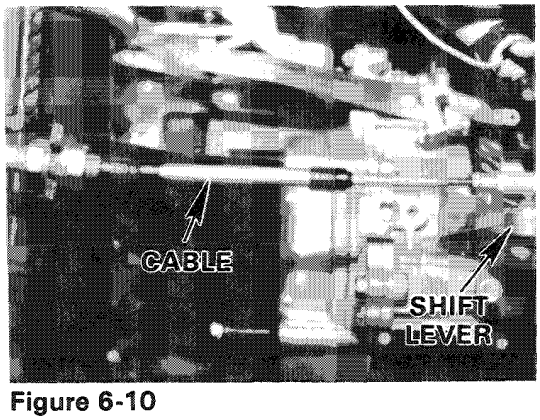

Figure 6-10
5. Remove transmission shifter cable assembly from bracket **(Figure 6-10)**.